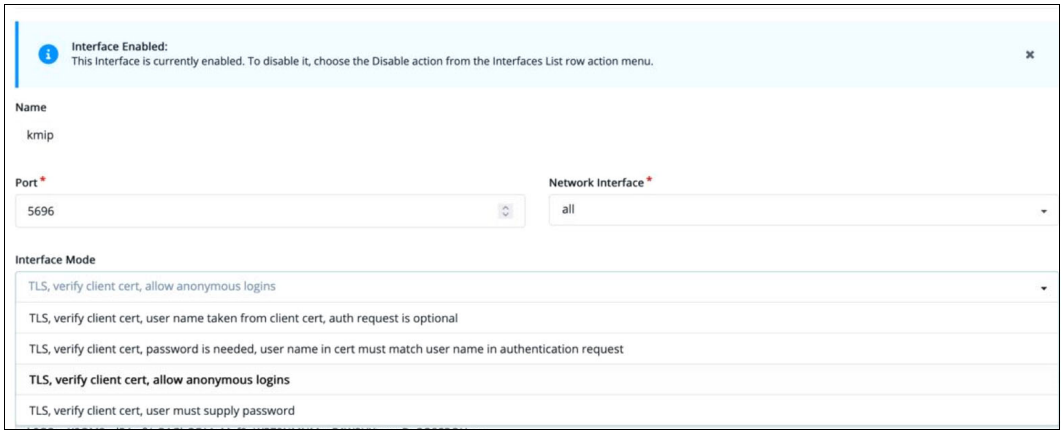

Figure J-27 Interface details
b. Verify the interface mode port and verify that the network interface is set to all. See Figure J-27. If a password is needed, ensure that it is defined and available before defining the encryption MES.